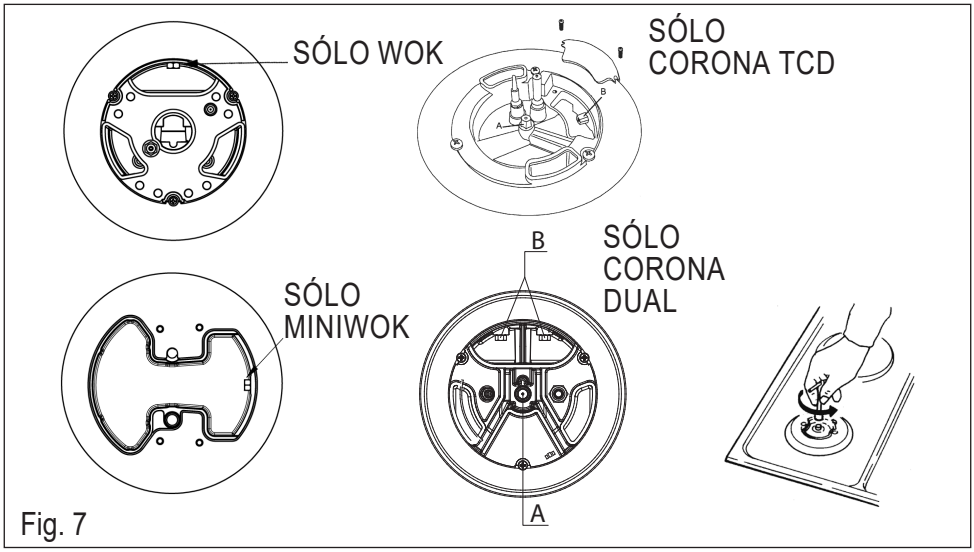

Fig. 7
(Fig. 7) Si el aparato estuviera preparado para un tipo de gas diferente del de la alimentación disponible, hay que efectuar:
- la sustitución de los inyectores (Fig. 7) con los correspondientes al tipo de gas a utilizar (véase tabla “Características utilizadores”).